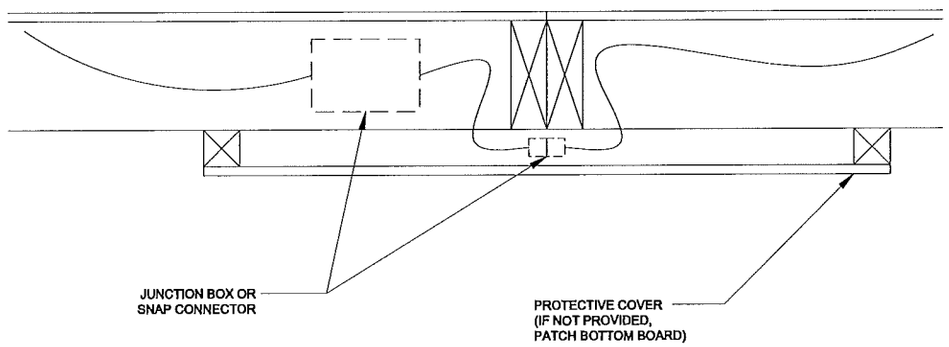

Figure 40. *Floor electrical crossover wires with bumped-out access panel*
2. **Route wires.** Pass the wires through predrilled holes or notches in the rim joist or if there is a single bumped-out access panel as in **Figure 40**, then connect under the rim joists.
2. **Connect wires.** If wire is coiled inside one junction box, insert it into flexible conduit and pass it under the rim joists to the opposing box and make the connection as described above. If no coiled wire is provided, install conduit with wire making connections in both boxes (**Figure 40**).